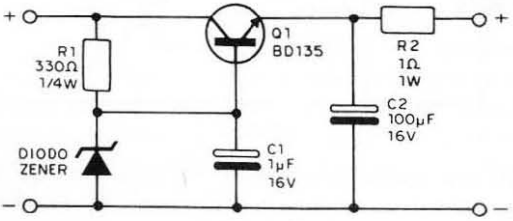

figura 3
Na figura 3 mostramos então um diagrama em que os resistores além dos valores em ohms (Ω) têm também indicada a sua potência em watts (W), e os capacitores, além de seus valores que podem vir em nanofarads, picofarads e microfarads (nF, pF e μF), a tensão que o capacitor deve suportar para poder funcionar.